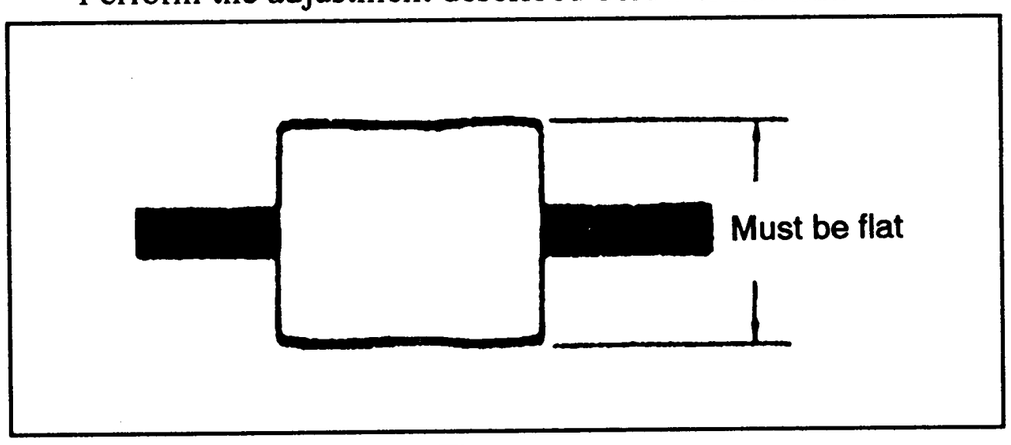

Fig. 8-2.
4) Confirm that the RF waveform on oscilloscope at both entrance and exit sides is flat. (See Fig. 8-2.)